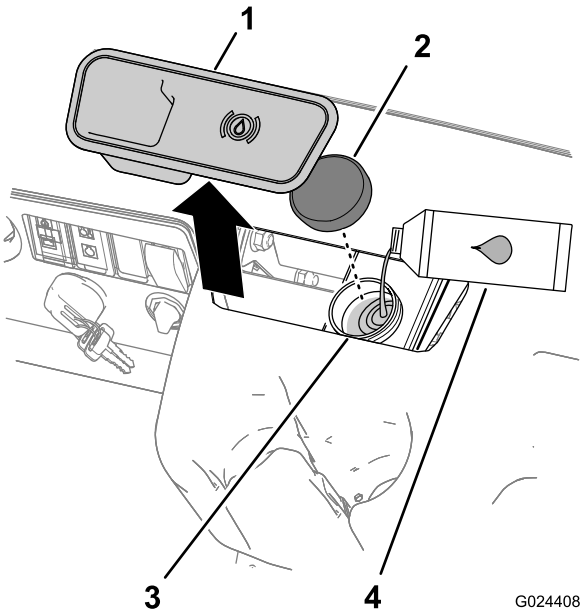

Figur 17
2. Ta bort gummipluggen mitt på och ovanpå instrumentbrädan så att du kommer åt huvudbromscylindern och behållaren (Figur 17).
A. Rengör området runt behållarens lock och ta av locket (Figur 17).
C. Sätt tillbaka behållarens lock (Figur 17).